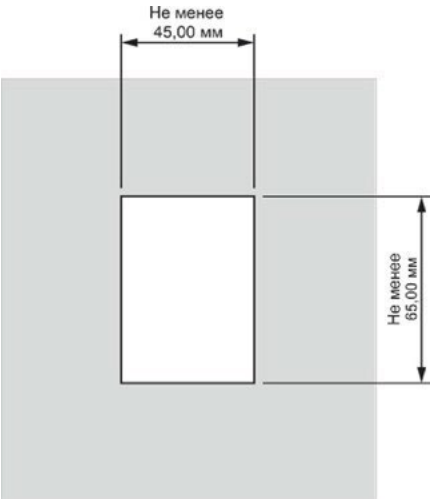

Рис.13
- Выбрать удобное место установки панели на поверхности. Разметить место установки при помощи шаблона из комплекта (см. рис.13).
- Инструментом выбрать прямоугольное отверстие в материале (см. рис.13).